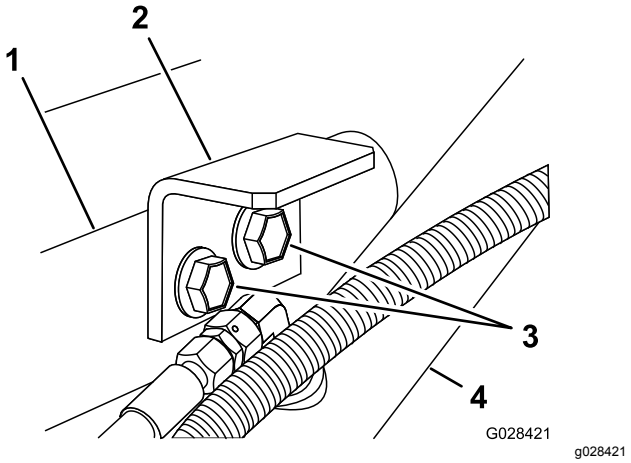

Figur 9
3. Fastgør tilholderbeslagene på støttebeslaget og stellet ved hjælp af de 2 flangehovedbolte og flangelåsemøtrikker, som du fjernede i trin 1 (Figur 9).